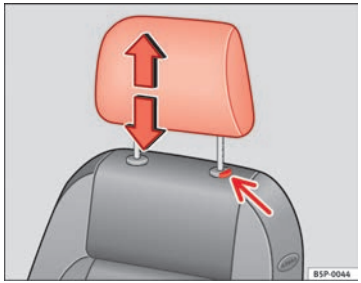

Fig. 91 Adjusting and removing the head restraints
– Press the button ⇒ Fig. 91 (arrow).